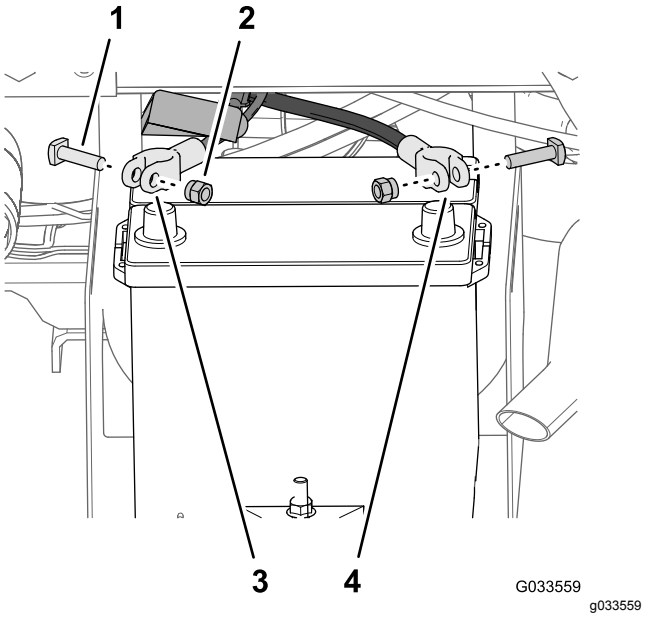

Figuur 27
1. Verwijder de moeren en T-bouten aan de klemmen van de plus- en minkabel van de accu (Figuur 27).